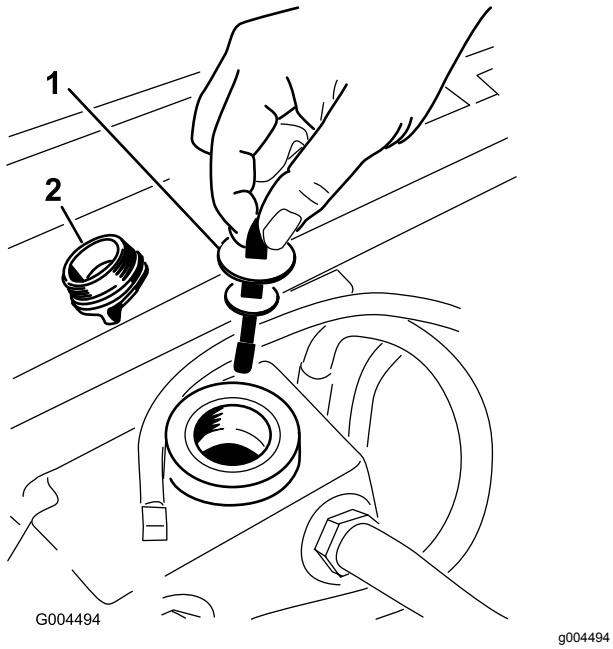

図 57
5. 油圧オイル給油口からキャップを取る図 57。
6. ディップスティックを抜きウェスで一度きれいに拭く(図 57)。
7. もう一度首に差し込んで引き抜き、オイルの量を点検する図 57。